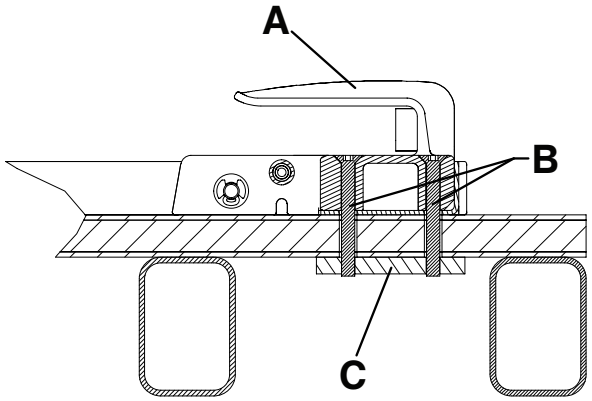
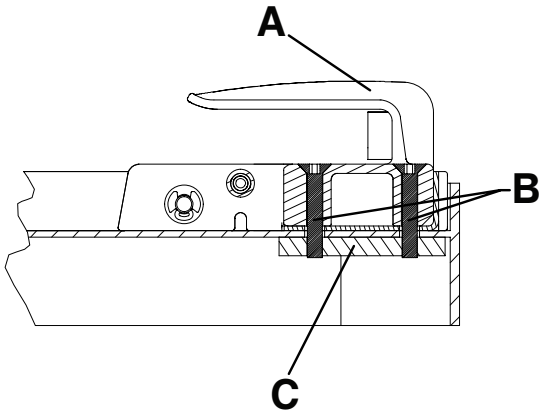

Figure 9 – Côté tête du montage sur plancher - Vue 4A
Figure 10 – Côté tête du montage sur plateau - Vue 4B
- Une plaque d'appui en acier (C) (ou l'équivalent) est requise pour un soutien supplémentaire (non fournie) (Figure 9 ou Figure 10).